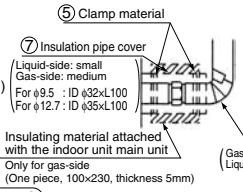

Figure 8
(1) Connect the liquid and gas piping to the indoor unit main unit. (Figure 8)
(2) Wrap the piping connections with the attached insulation pipe cover (medium and small) ⑦ and fasten either end with the attached clamp material ⑤.